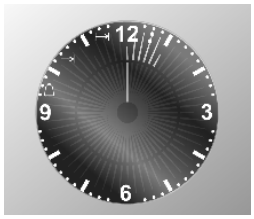

Afb. 1
- Druk op de toets waarna het display zal oplichten zoals getoond wordt in **Afb. 1**;